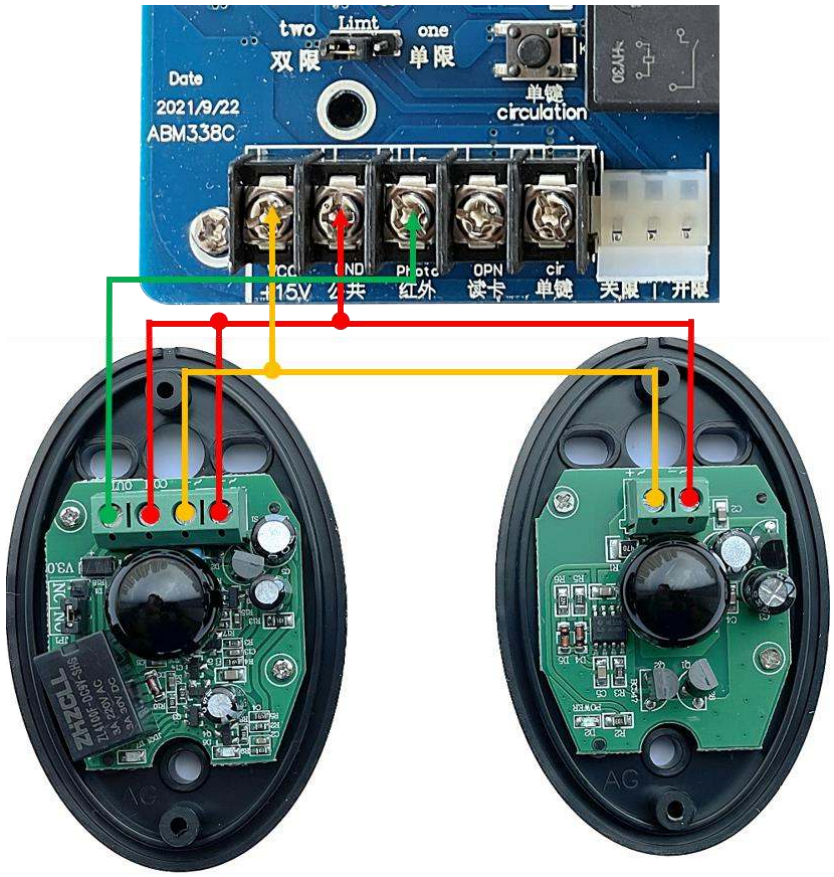

Fig.14
6. Cableado del Sensor Infrarrojo (Fig.14)